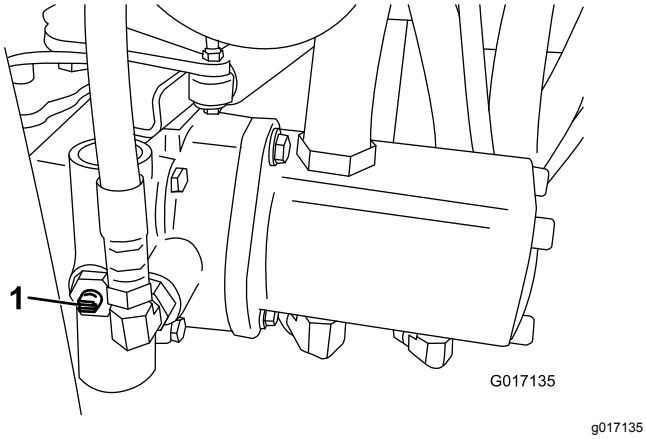

**Figur 31**
1. Finn omløpsventilen på pumpen, og vri den slik at åpningen står vertikalt (Figur 31).
2. Før du starter motoren, må du stenge omløpsventilen ved å vri den slik at åpningen står horisontalt (Figur 31). Ikke start motoren når ventilen er åpen.